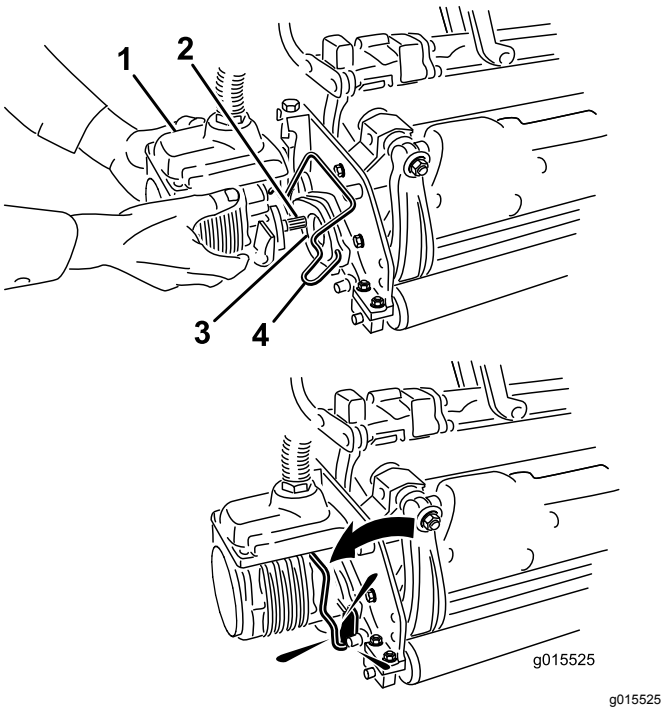

Figure 14
11. Enduisez de graisse propre l'arbre cannelé du moteur de plateau de coupe (Figure 14).
12. Insérez le moteur dans le côté gauche du plateau de coupe (vu de la position de l'utilisateur) et tirez la barre de retenue du moteur située sur le plateau de coupe vers le moteur jusqu'à ce qu'un déclic soit entendu des deux côtés du moteur (Figure 14).